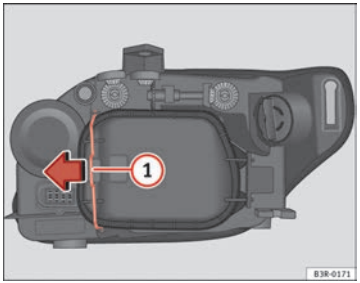

Abb. 200 Standlicht (Fahrzeuginnenseite)
– Den Spanner ⇒ Abb. 200 (1) in Pfeilrichtung bewegen und den Deckel abnehmen, indem zuerst die Seite des Spanners und danach die beiden Laschen des anderen Endes des Deckels abgenommen werden.